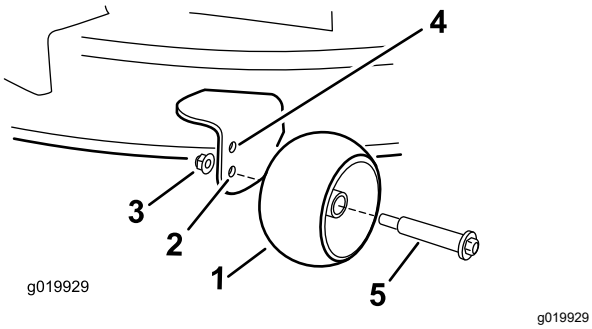

Figura 29
- Furo superior – utilize esta posição com plataforma de corte nas posições de altura de corte de 63 mm e inferiores (Figura 29).
- Furo inferior – utilize esta posição com plataforma de corte nas posições de altura de corte de 76 mm e superiores (Figura 29).